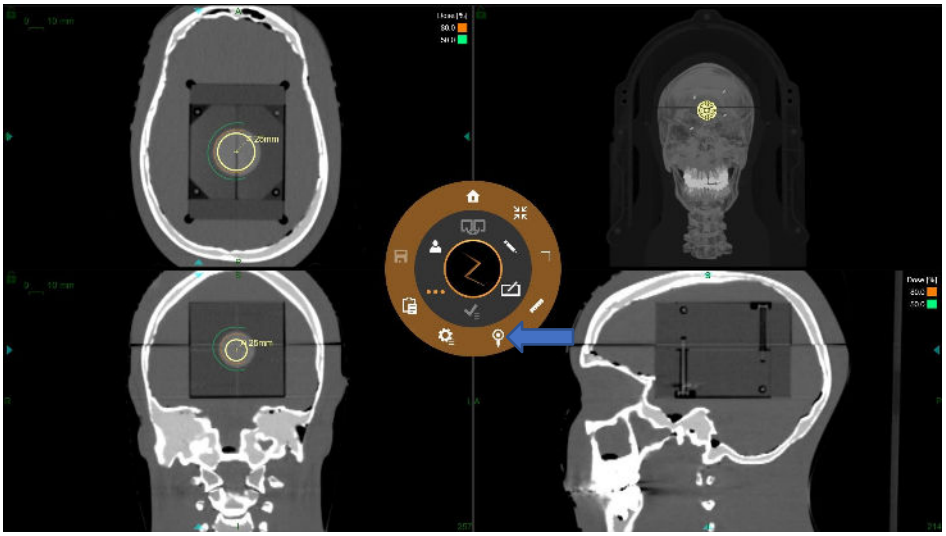

Figure 7-3 Étape bille-cube.
3. Cliquez sur **Auto ball center detection** (Détection automatique du centre de la bille) pour placer l'isocentre au centre de la bille (voir Figure 7-3).